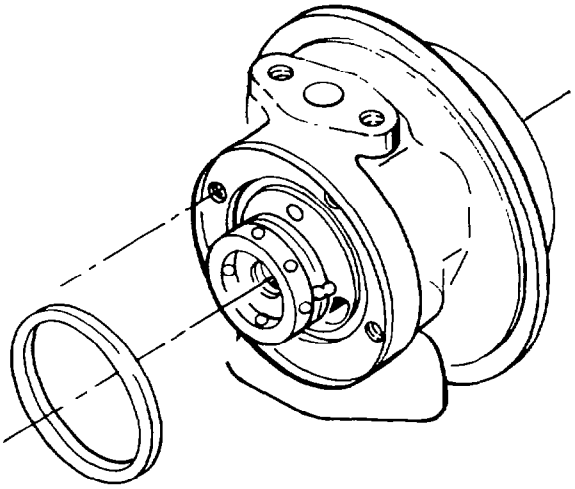

Fig. 153 — Installing O-ring
h. Lubricate the square-cut O-ring with rubber grease then fit the O-ring into the groove in the centre housing (see fig. 153).